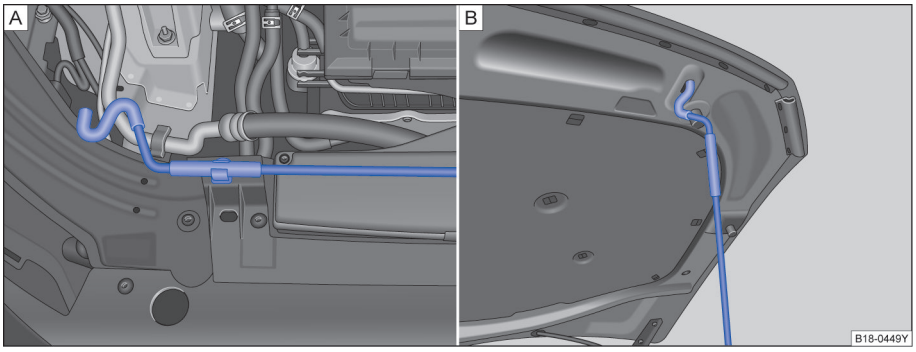

图 144 发动机舱盖支撑杆处于安放及固定位置
- 将发动机舱盖支撑杆⇒图 144 从其固定支架上取下。
- 将发动机舱盖支撑杆挂入图示位置的开口上⇒图 144。